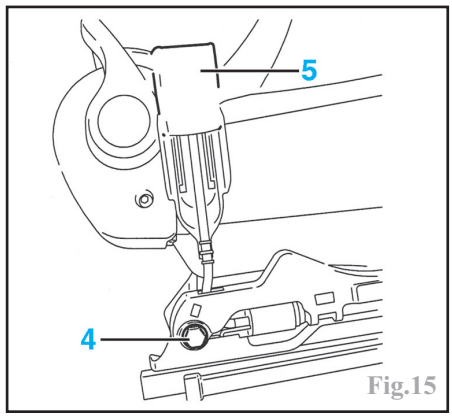

Fig.15
Déposer la vis (4), déconnecter les connecteurs et déposer le brin de boucle (5) (Fig.15).